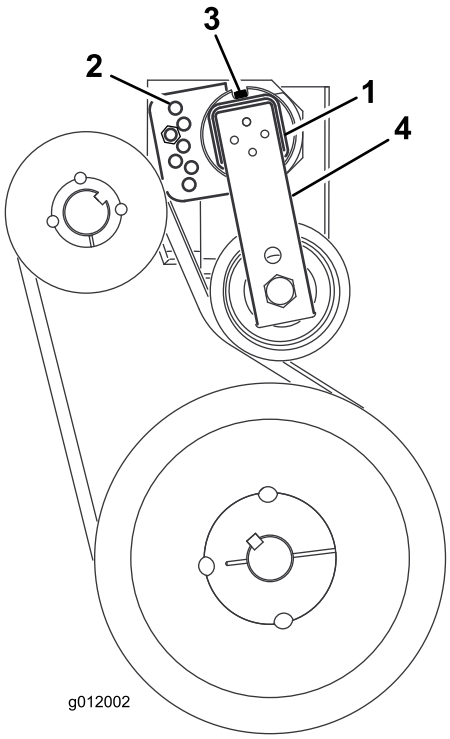

**Figuur 14**
3. Verwijder de tapbout en moer waarmee de geleider van de riemspanner is bevestigd aan het blazerframe (Figuur 14).
4. Zet aan de achterzijde van het frame de tapbout los waarmee de riemspanner aan het frame is bevestigd (Figuur 14).
6. Steek de tapbout in de uitgelijnde geleidergaten en bevestig deze met de moer (Figuur 14).